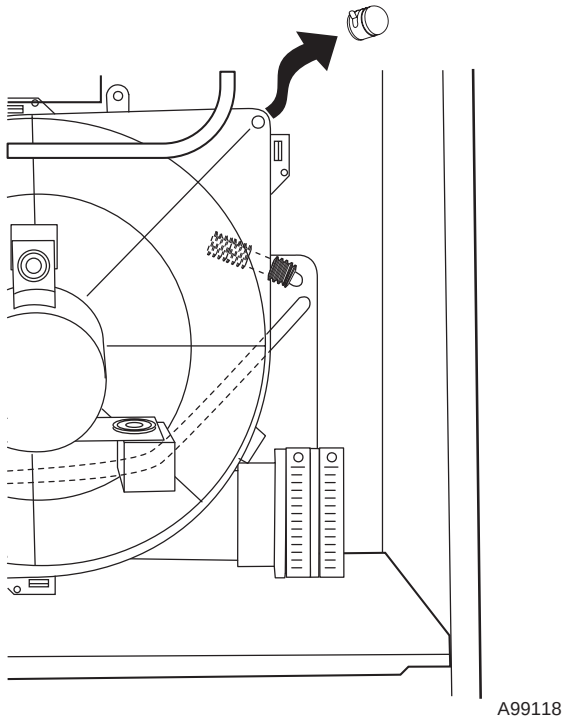

Fig. 48—Inducer Housing Drain Tube Cap
1. Remove upper inducer housing drain connection cap. (See Fig. 48.)